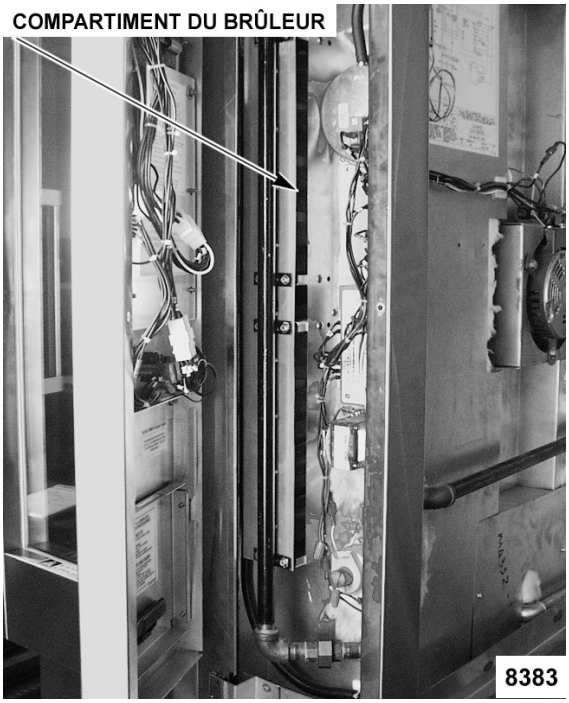

Fig. 5
1. Nettoyez le compartiment du brûleur (Fig. 5) pour en retirer la poussière et/ou l'accumulation de peluche.